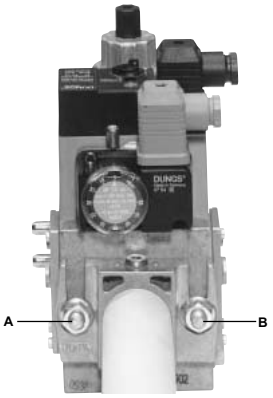
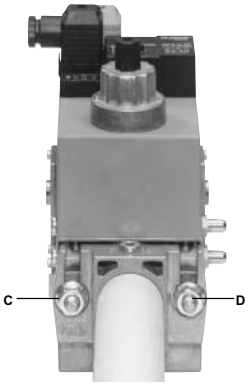
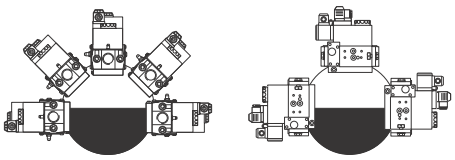

Рис. 5
Рис. 6
Рис. 8
3. Затянуть винты A, B, C и D (Рис. 5 - Рис. 6), (Рис. 8), соблюдая дистанции монтажа (Рис. 8);